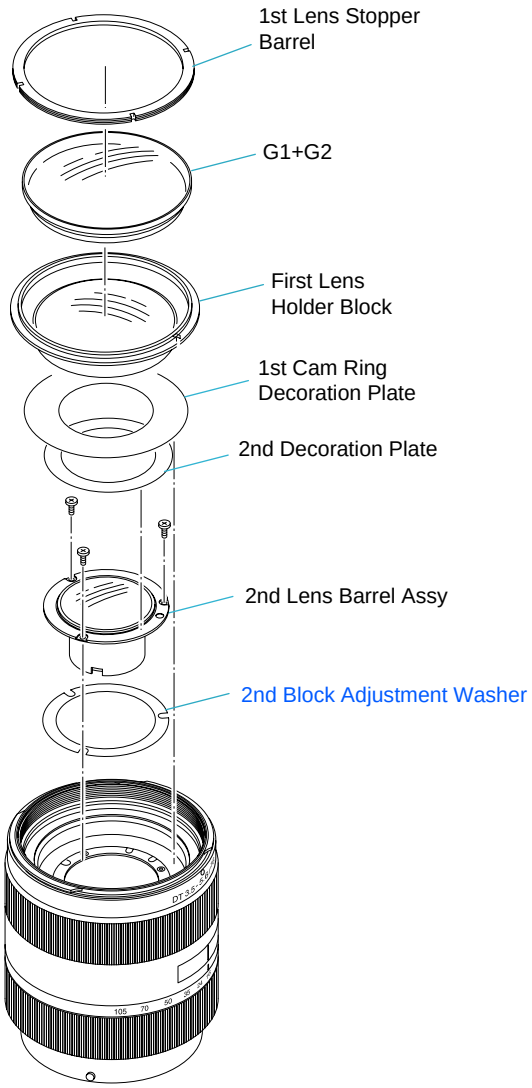

Fig.4-2-8
1) Remove parts indicated in Fig.4-2-8 from the lens unit.